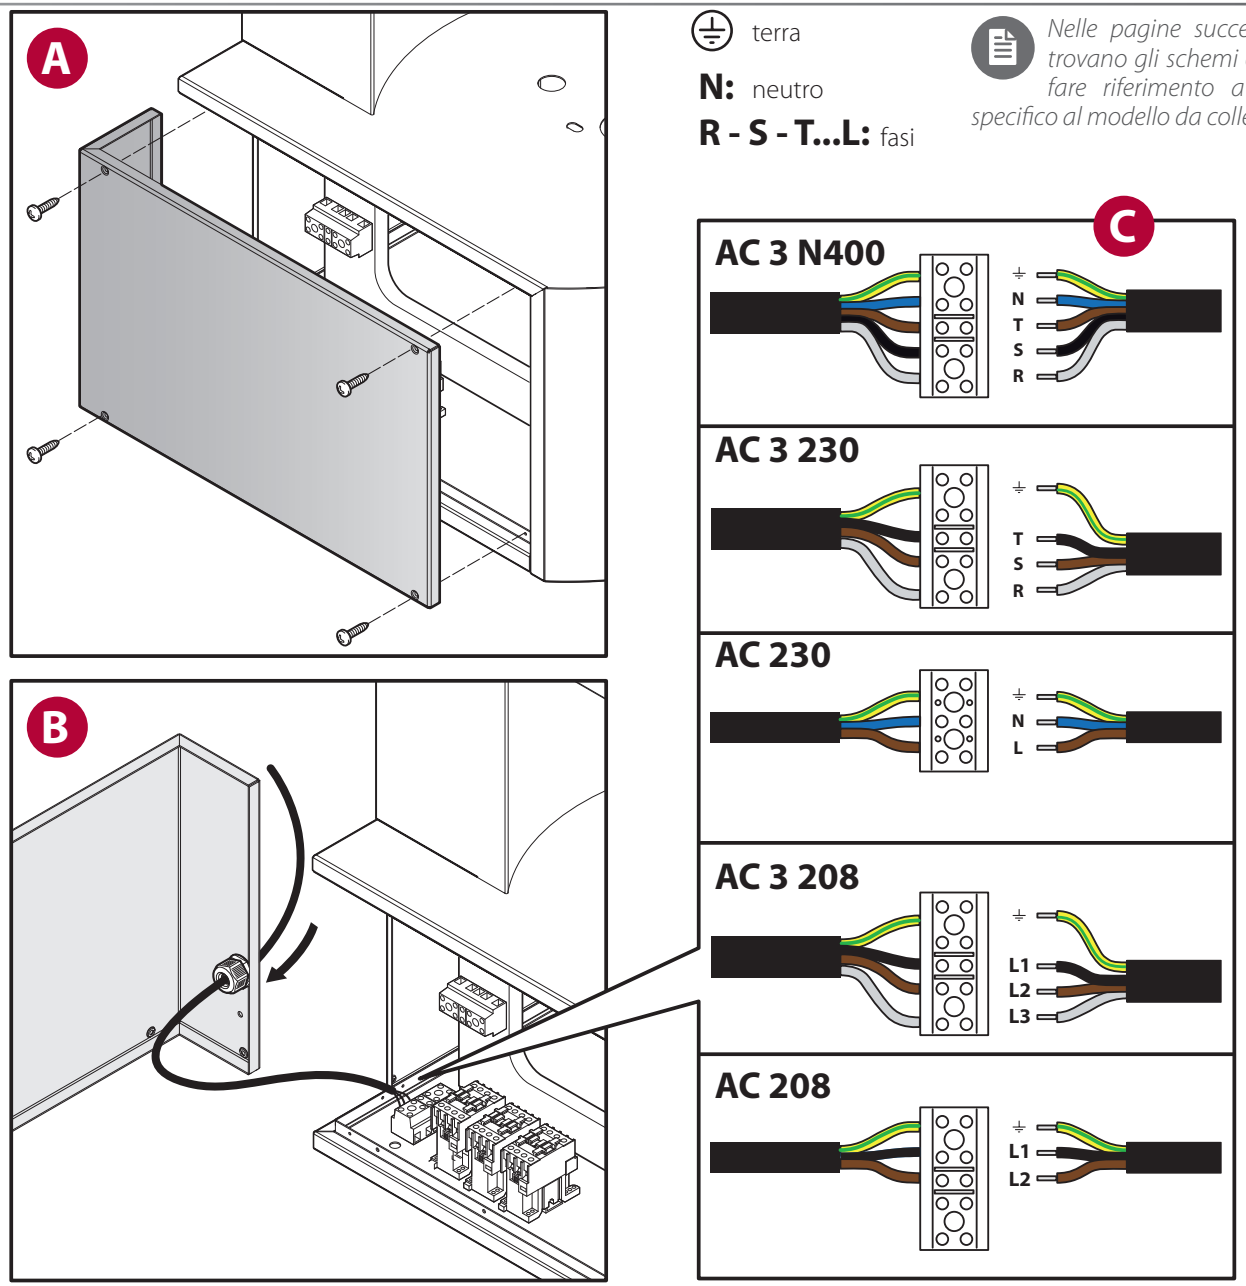

Fig.11.
- Le macchine destinate al mercato Americano - UL **NON sono provviste di cavo di allacciamento e NON sono provviste di spina.** Entrambi NON sono forniti, vanno montati da personale qualificato e devono essere esclusivamente **del tipo indicato** in tabella. ▶ Fig.11. Per collegare il cavo all'apparecchiatura, A rimuovere il pannello laterale sinistro del prodotto, B far passare il proprio cavo attraverso il pressacavo predisposto e C collegarlo in modo corretto alla morsettiera.